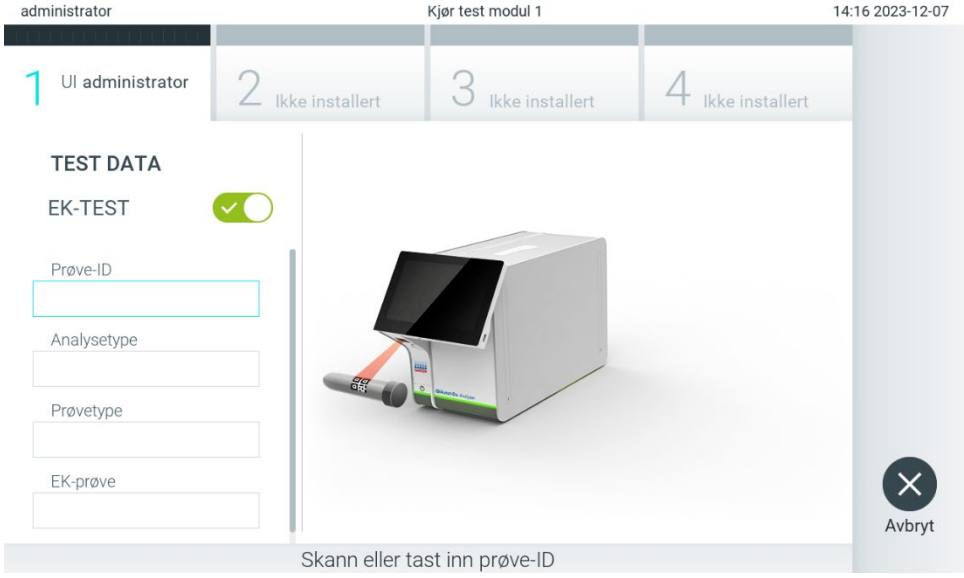

Figur 92. Slå på vippebryteren EC Test (EC-test) for å aktivere en EC-test.
2. Slå på vippebryteren EC Test (EC-test) (figur 92).
3. Les av prove-ID ved bruk av strekkodeleseren som er integrert i driftsmodulen (figur 92) når du får beskjed om det